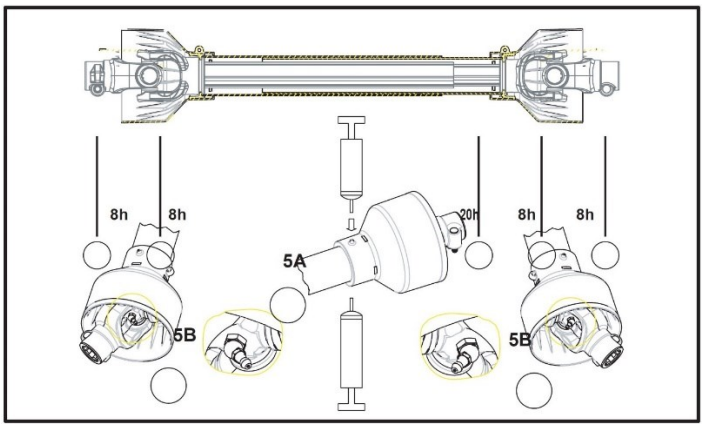

Abbildung 5
- Um die volle Funktionstüchtigkeit des Kardangelenks zu bewahren, muss die Welle in den in Abb. 5 gezeigten Punkten mit der in Stunden angegebenen Häufigkeit geschmiert werden.
- Ein Lithiumfett des Typs L EP1 oder L EP2 verwenden. Zur Schmierung der Nutmuttern der Schutzabdeckungen, Abb. 5, Pos. A, die dazu vorgesehene Öffnung im Gehäuse und die Fettbüchsen zum Schmieren der Gelenkkreuze, Abb. 5, Pos. B, verwenden.